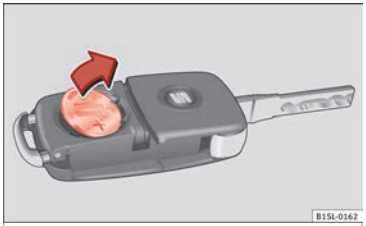

Fig. 127 Vehicle key: removing the battery
- Extract the battery from the compartment using a suitable thin object ››› Fig. 127.
- Place the new battery in the compartment, pressing in the direction of the arrow as shown ››› Fig. 127 ››› ❗.